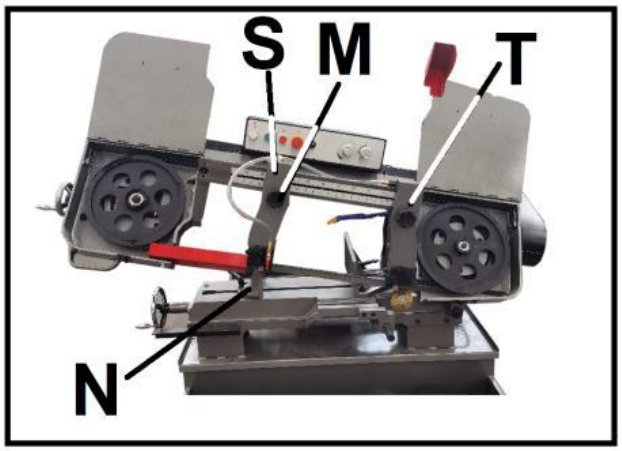

Рис.9.
Направляющие полотна должны быть установлены максимально близко к губке тисков. Правый кронштейн направляющей полотна (T) (Рис.9) не регулируется; он настроен на заводе-изготовителе таким образом, чтобы не задевать правую губку тисков.